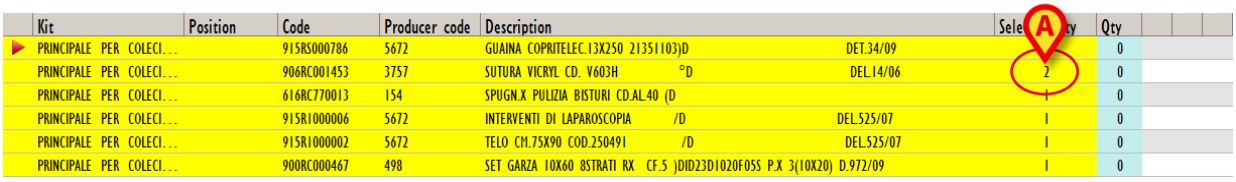

Fig 192
- Click the cell indicating the “Required quantity” of the relevant resource. See Fig 192 **A** for an example.